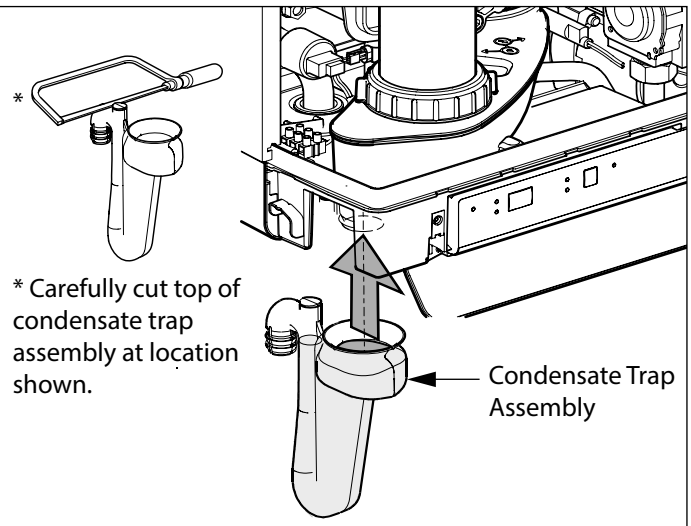

Fig. 13: Condensate Trap Installation
1. Locate the condensate trap assembly and cut the top with a hacksaw or knife and install as shown in Fig. 13.